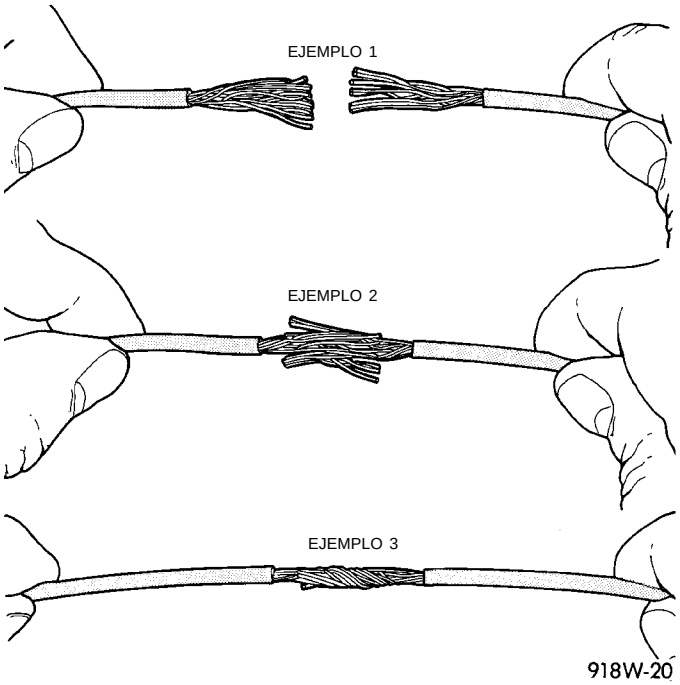

Fig. 13 Reparación de cable
(1) Desconecte el cable negativo de la batería.
(2) Quite 25 milímetros (1 pulgada) de aislamiento de cada extremo del cable.
(3) Coloque un trozo de tubo termocontraíble sobre uno de los lados del cable. Asegúrese de que el tubo sea lo suficientemente largo como para cubrir y sellar la totalidad de la zona de reparación.
(4) Abra los hilos de los cables, separándolos entre sí, en cada uno de los cables expuestos (ejemplo 1). (Fig. 13)
(5) Una los dos extremos de los cables hasta que los alambres estén cerca del aislamiento (ejemplo 2). (Fig. 13)
(6) Retuerza los dos cables (ejemplo 3). (Fig. 13)
(7) Suelde los cables utilizando únicamente soldadura del tipo de núcleo de resina. **No utilice soldadura del tipo de núcleo ácido.**
(8) Centre el trozo de tubo termocontraíble sobre la junta y aplique calor utilizando un soldador. Caliente la unión hasta que el tubo quede firmemente sellado y el sellador salga por los dos extremos del tubo.
(9) Fije el cable a los existentes a fin de evitar rozaduras o daños al aislamiento.
(10) Conecte la batería y pruebe todos los sistemas afectados.